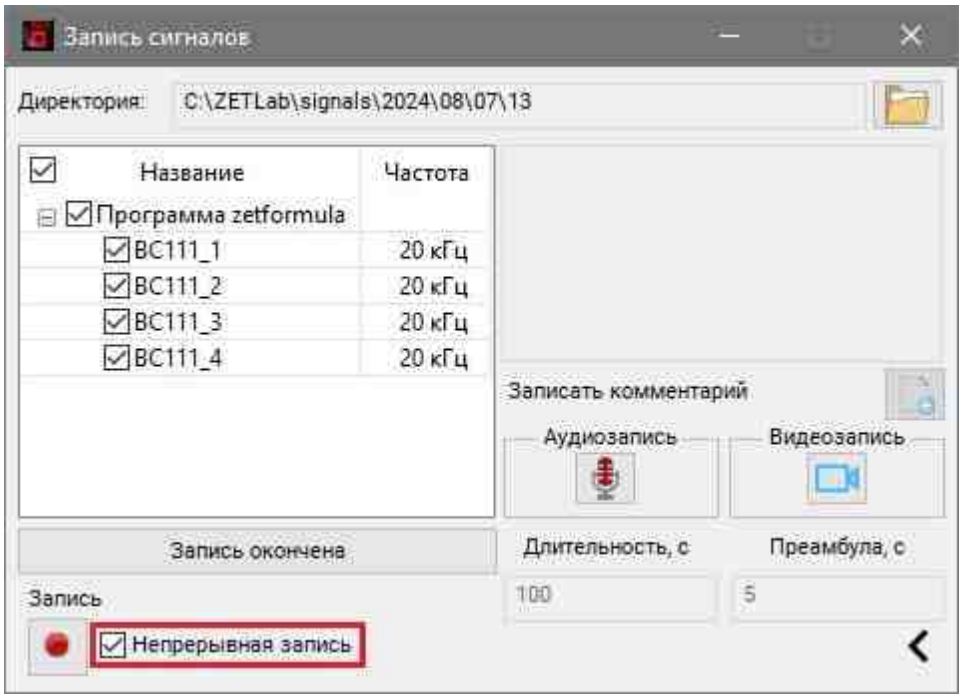

Рис. 2.6 Непрерывная запись в программе «Запись сигналов»
- Активировать поле в ячейке «Непрерывная запись» (*Рис. 2.6*), после чего нажать кнопку  .